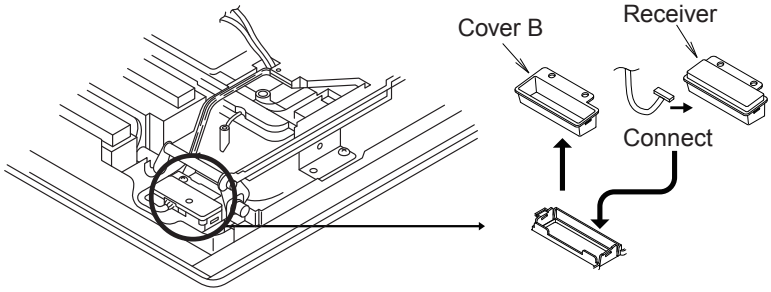

Fig. 3-2-9
(1) The cover B is fitted in the cover A. Remove the 1 screw and detach it by pressing on it from the front side of the panel. (Fig. 3-2-9)
(2) Connect the receiver wiring (6P white connector) that is sticking out from the operation panel to the receiver and fit the receiver into the panel.
There is a groove to pass the wire (circled part in Fig. 3-2-9) Insert the lead wire into this groove with no slack.